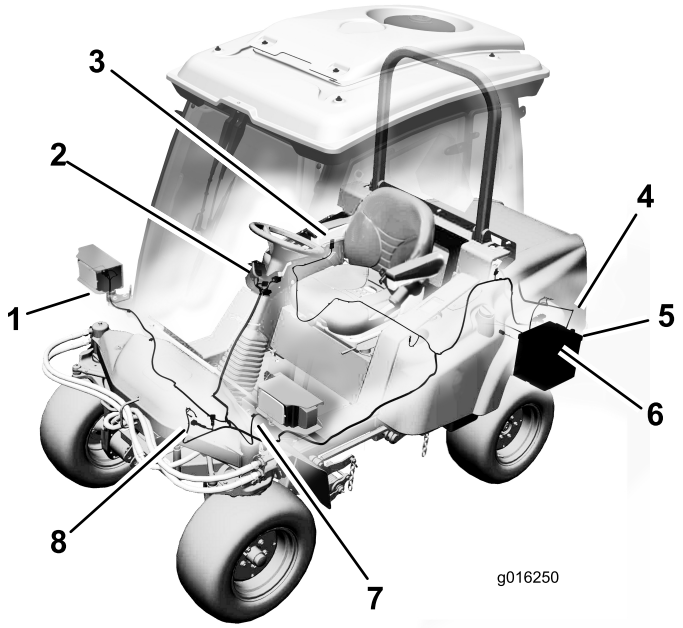

Figure 12
- Acheminez les connecteurs de faisceau des phares gauche et droit le long de l'avant de la plate-forme vers chaque phare (Figure 12).
- Acheminez le faisceau jusqu'à l'avertisseur sonore et connectez les deux fils aux bornes (Figure 12).
- Retirez les (2) vis qui fixent le panneau de commande au couvercle de réservoir.
- Levez le panneau de commande et localisez le connecteur du faisceau de câblage portant la mention **Accessory** (Figure 12).
- Acheminez et connectez la plus petite cosse à anneau du faisceau au bornier de masse (Figure 12).
- Acheminez et connectez la cosse en anneau à la borne positive (+) de la batterie (Figure 12).
4. Connexion des feux arrière (2)
- Acheminez le faisceau le long du faisceau de câblage existant et le tube de cadre jusqu'au faisceau du bloc optique arrière gauche (Figure 12). Branchez le connecteur du faisceau au faisceau de câblage du bloc optique. Attachez le faisceau au faisceau de câblage existant et au tube de cadre avec des serre-câbles.